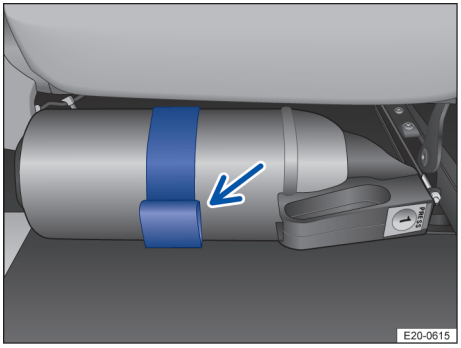

Fig. 48 Sous le siège du passager avant : support avec extincteur (schéma de principe)
1. Ouvrez la languette sur le support et retirez l'extincteur → fig. 48 (flèche).